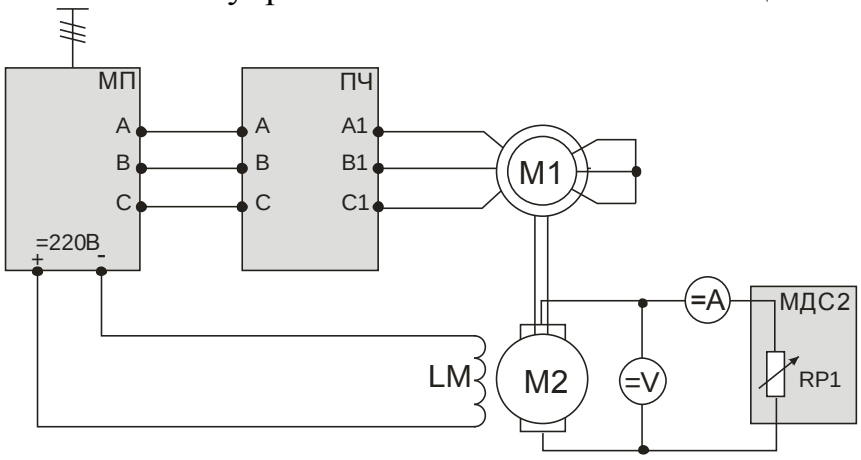

Рисунок 3.4- Схема исследования электропривода ПЧ-АД
3.2.1 Собрать схему исследования электропривода (рисунок 3.4).